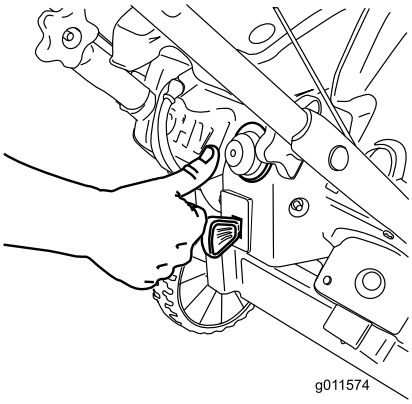

Rysunek 18
3. Mocno naciśnij pompkę kciukiem 2 razy, za każdym razem przytrzymując pompkę wciśniętą przez sekundę (Rysunek 18).